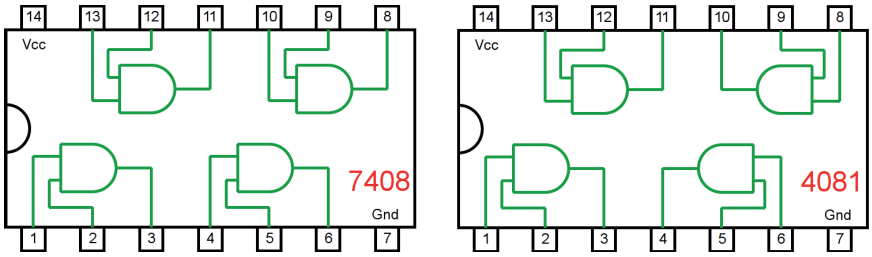

Figura 4.35 – Circuitos integrados TTL e CMOS.
a) Coloque os circuitos integrados (TTL e/ou CMOS da figura 4.35) nas posições indicadas.
d) Conecte os fios verdes. Os fios verdes estão conectados ao terra e portanto fornecendo valor lógico (0) às entradas de todas as portas do CI.